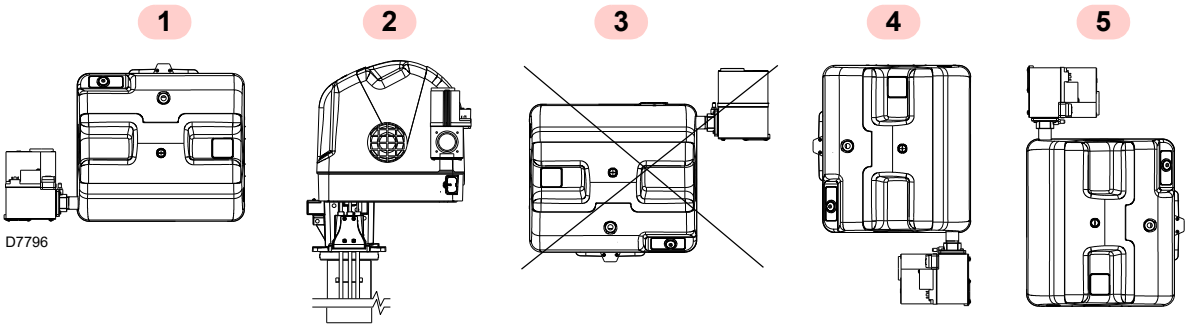

Fig. 11
- Le brûleur est exclusivement prévu pour fonctionner dans les positions **1**, **2**, **4** et **5** (Fig. 11).
- Toutes les positions nécessitent l'installation de la vanne gaz avec les bobines orientées vers le haut ou horizontalement (Fig. 11).